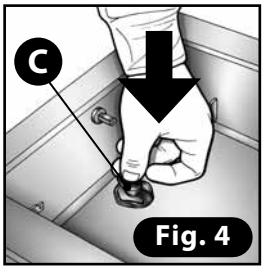

Fig. 4
5) Insérer le capuchon de protection **(C)** dans l'orifice central comme indiqué sur la **(Fig. 4)**.